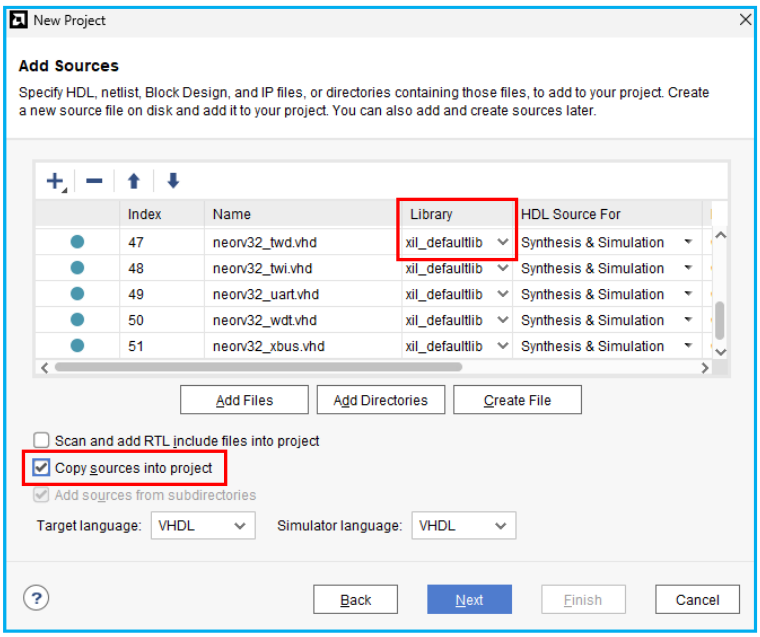

Fig.5. Archivos RTL del NEORV32 seleccionados mediante `Add Files`.
8. Con los archivos añadidos, se debe seleccionar la opción `Copy sources into Project`, lo cual es importante a la hora de migrar el proyecto a otros dispositivos (Fig.5). Es recomendable comprobar que el número de archivos sea igual a 51.